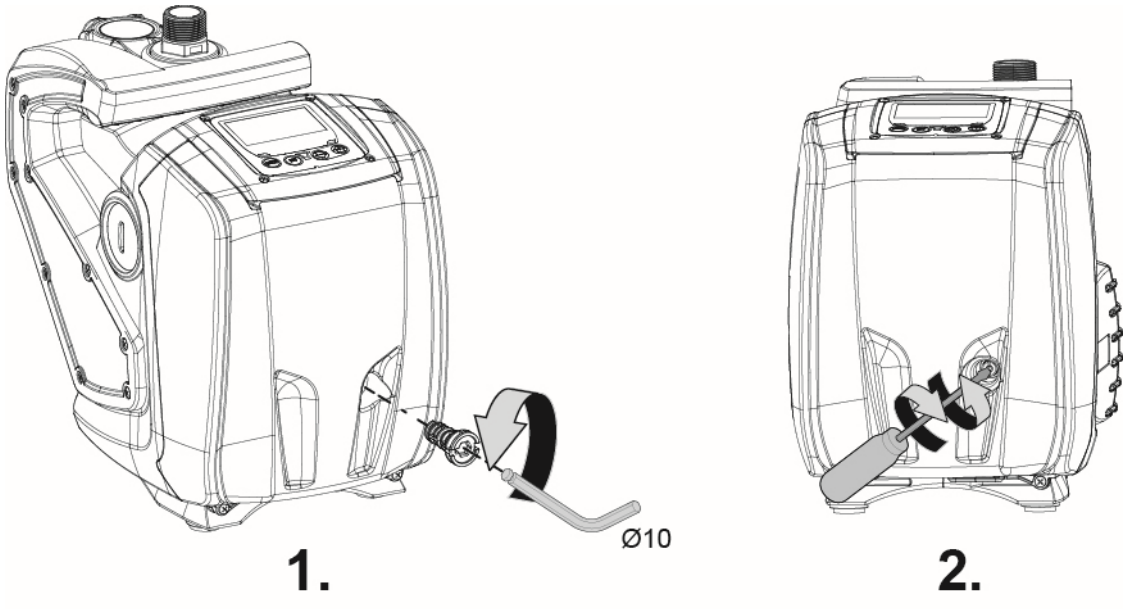

Fig. 9
1. Fjern adgangsproppen til motorakslen ved hjælp af en 10 mm unbrakonøgle (fig. 9).
2. Stik en kærvskruetrækker ind i sporet på motorakslen, og bevæg den i begge rotationsretninger (fig. 9).